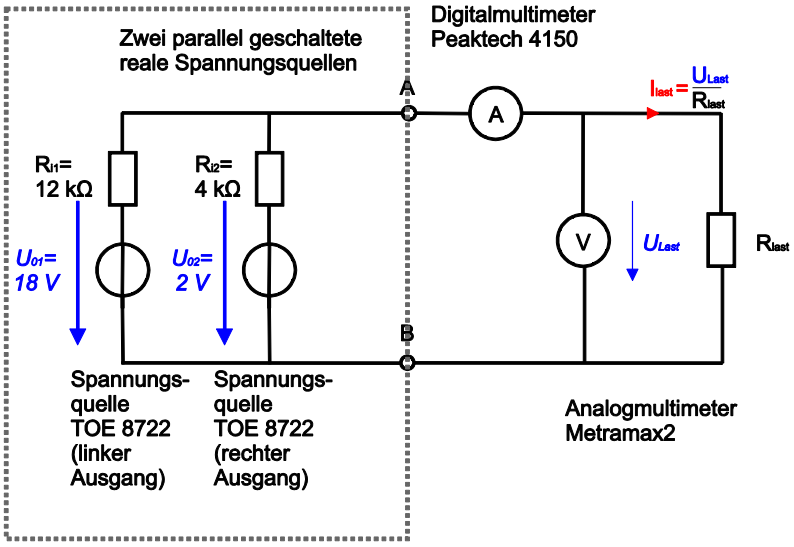

Abbildung 9: Zwei Spannungsquellen parallel geschaltet mit Lastwiderstand $R_{Last}$
- Bauen Sie die Schaltung nach Abbildung 9 auf.
Bestimmen Sie rechnerisch aus der Parallelschaltung der zwei realen Spannungsquellen von Abbildung 9 die neue Ersatzspannungsquelle.